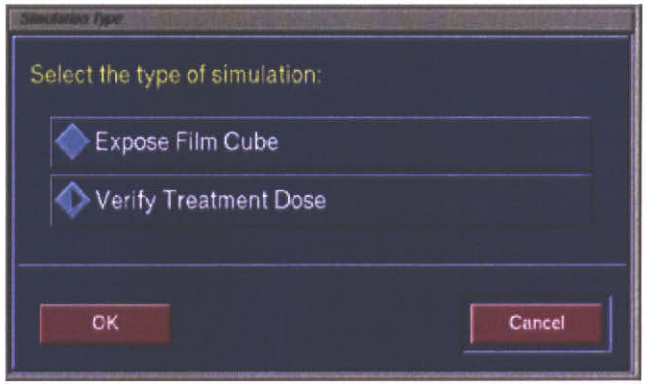

Figure 5-10 Simulation type
8. Make sure to select **Verify Treatment dose** (*Figure 5-10 Simulation type, page 18*) instead of **Expose Film Cube**.